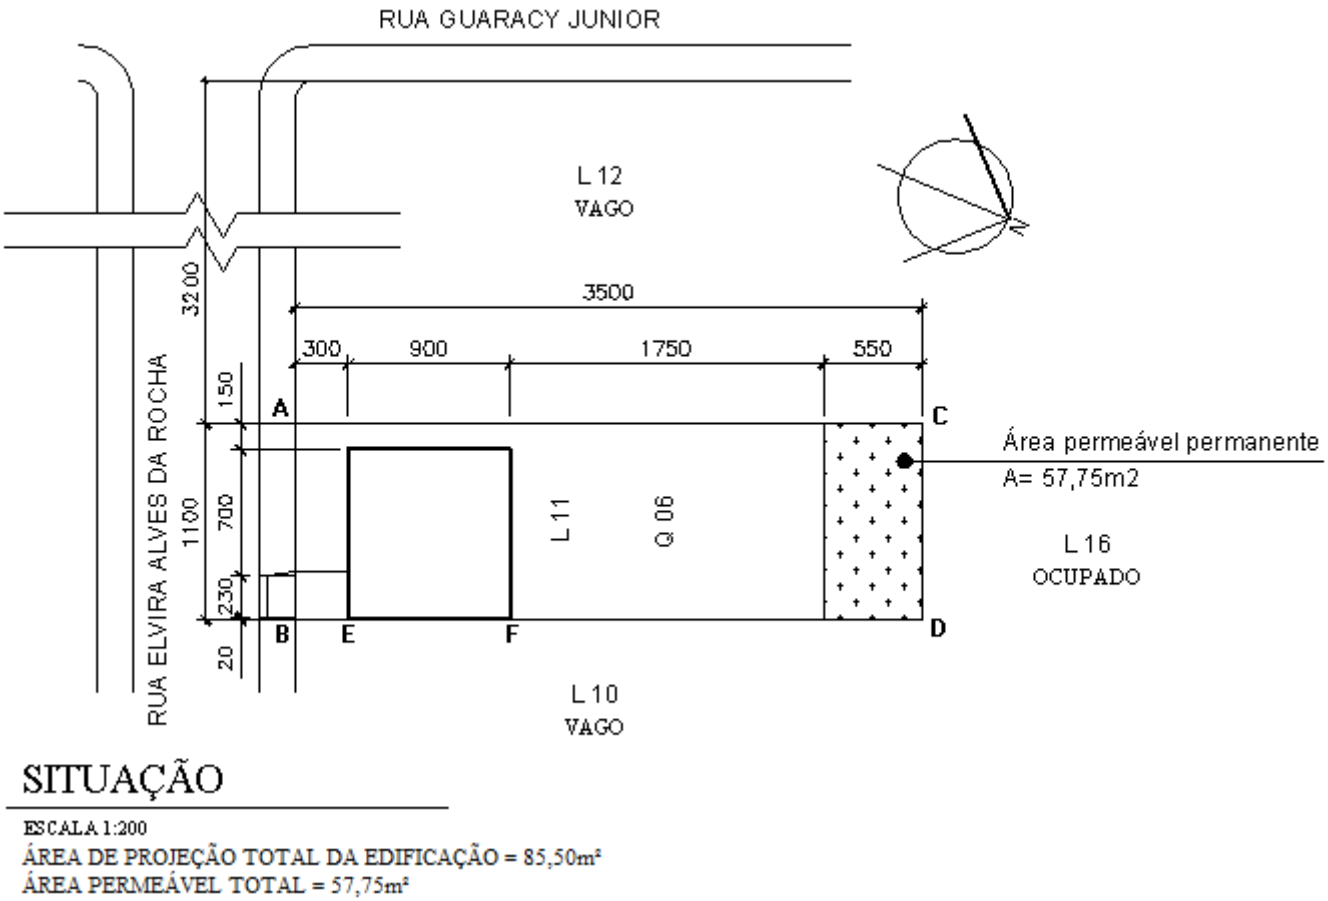

FIGURA 53
- Orientação (VER FIGURA 53);
- Cota de amarração com a esquina mais próxima (VER FIGURA 53);